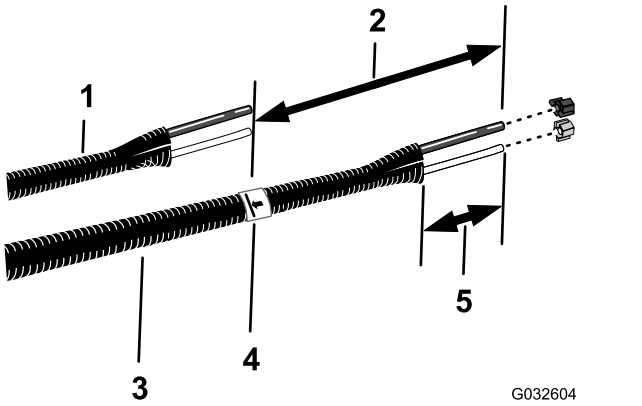

Figuur 20
6. Lijn de oude vloeistof- en luchtbuizen (Figuur 20) uit met de nieuwe buis (Toro onderdeelnummer 114-9553).
8. Voeg aan de nieuwe buis 26 cm toe vanaf de markering die u hebt aangebracht in stap 7, markeer de buis, en snij de buizen door op de tweede (langere) markering (Figuur 20).
10. Verwijder 77 tot 102 mm van de huls aan de uiteinden van de buis (Figuur 20).